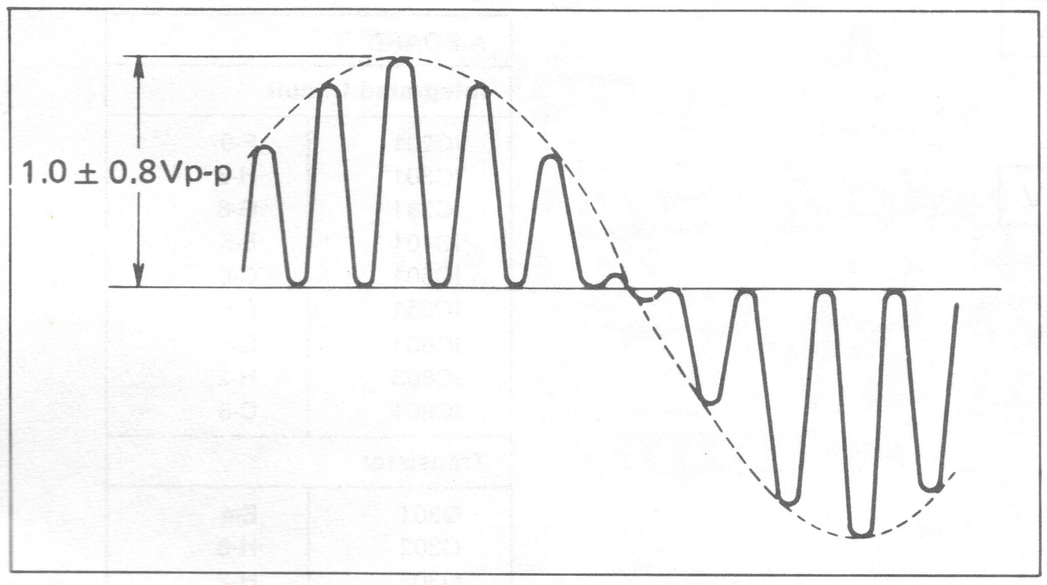

Fig. 10
4. Confirm that the waveform on the oscilloscope as shown in Fig. 10.